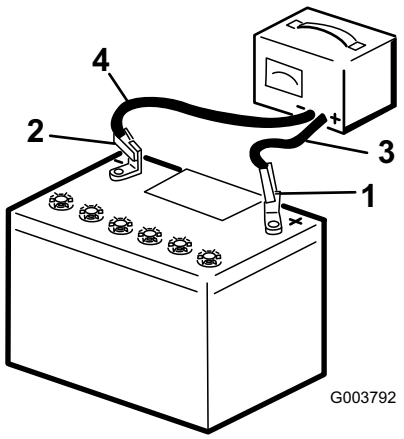

Figure 34
3. Charge the battery for 10 to 15 minutes at 25 to 30 amps or 30 minutes at 4 to 6 amps (Figure 34). Do not overcharge the battery.
4. When the battery is fully charged, unplug the charger from the electrical outlet, then disconnect the charger leads from the battery posts (Figure 34).